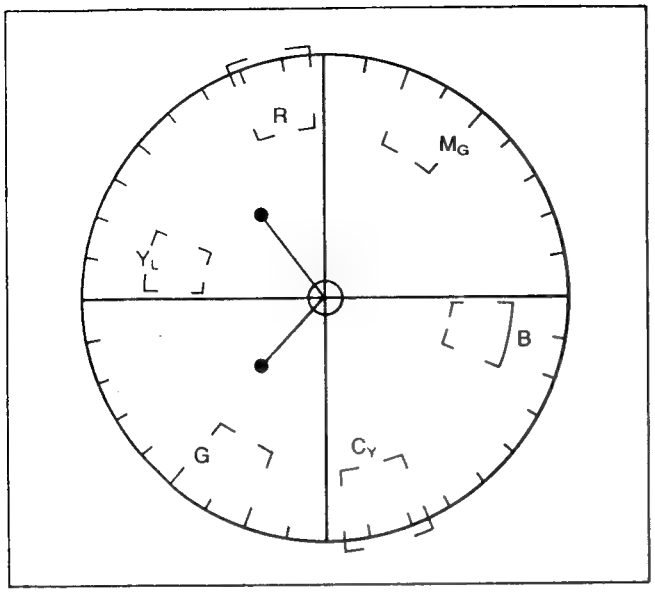

Fig. C27
(1) Aim the camera at the white chart using a 3200 degrees K Halogen lamp.
(2) Supply the video signal to the vectorscope.
(3) Attach the color temperature conversion filter (VFK0375) which converts 3200 degrees Kelvin to 3400 degrees Kelvin in front of the Lens and AWT Sensor.(Refer to Note 1 of item. 15–3)
(4) If the colour temperature conversion filter is not available, use a day light source. (Refer to Note 2 of item. 15–3)
(5) Adjust the AWT (R–Y GAIN) and AWT (B–Y GAIN) Controls (VR103 and VR104) so that the color vectors move to the centre of screen on the vectorscope. (Refer to Fig. C27.)